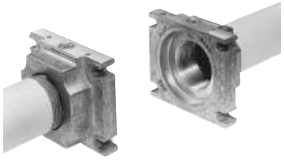

Fig. 23
3. Tirare fuori la MultiBloc fra le flange filettate (Fig. 23)